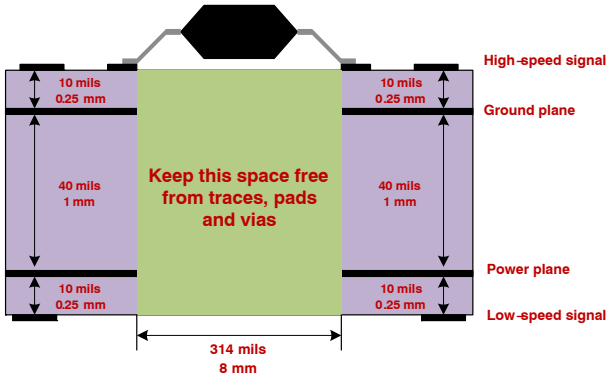

Figure 66. Recommended Layer Stack
- To ensure isolation performance between the primary and secondary side, any PCB traces or copper should be not placed under the driver device as shown in Figure 66. A PCB cutout is recommended to avoid contamination that may impair the isolation performance of NCV51561.